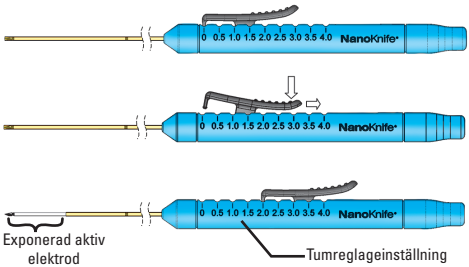

Figur 6: Justering av elektrodexponering
13. Bekräfta längden på den exponerade elektroden som visas av tumreglaget på handtaget (se figur 6).